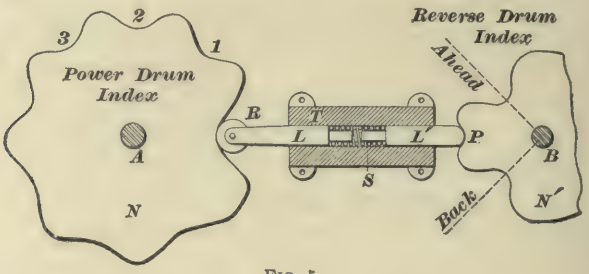

FIG. 5.
**6.** Fig. 5 shows one form of locking device, which, while not drawn to scale, will show the principle on which the idea is worked out. $A$ is the power-drum shaft and mounted on it, above the electrical part of the drum, is the notched wheel $N$ called the **power-drum index**; $B$ is the reverse drum shaft, and it has the notched wheel $N'$, called the **reverse index.** Screwed to the back of the controller frame is a sleeve $T$, which is bored out to take the spring $S$, and the two plungers $L$, $L'$, which have on one end a teat that is of about the same diameter as the inside of the spring. Plunger $L$ carries a roller $R$ on one end, but $L'$ is simply rounded off on the outside end. In the position shown in the figure, both drums are at the off-position. The power drum cannot be moved around to the notch marked *1*, for as soon